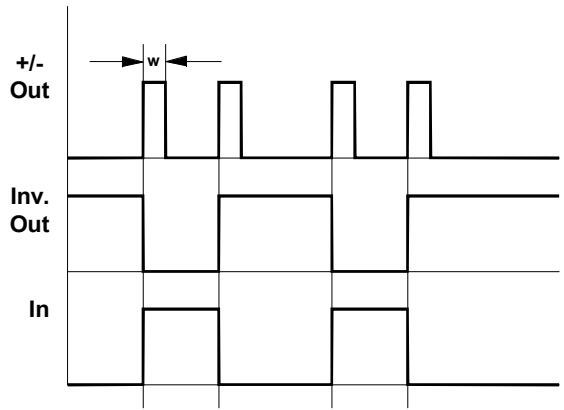

Fig. 1: How the A-165's outputs relate to the input.
❸ Inv. Out
The inverted trigger signal is available at **output ❸** (see Fig. 1).
❹ +/- Out
Output ❹ carries the trigger signals generated by both the leading and falling edges of the original trigger signal (pulse length: approx. 50 ms). See Fig. 1.